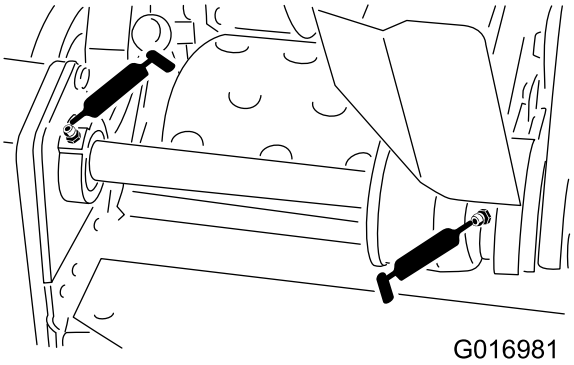

Figur 19
- Två på cylinderns överföringslager (Figur 19)